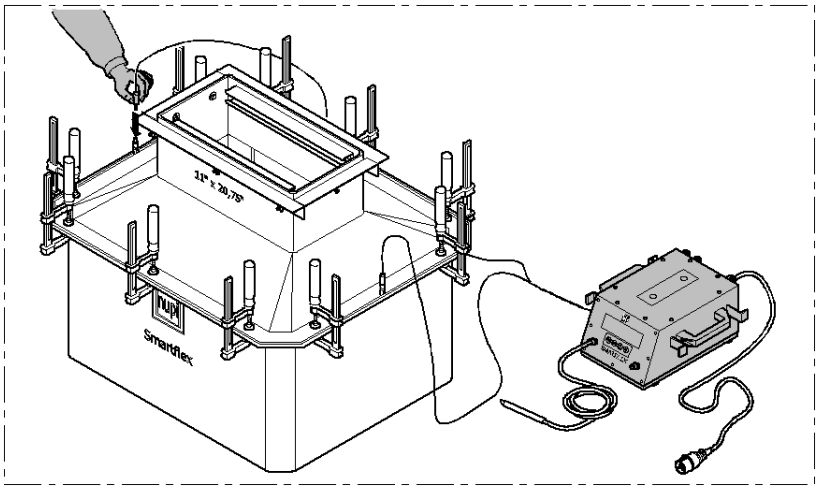

Fig. 4
• Soldar la arqueta a través de la lectura del código de barras, según las instrucciones que aparecen en la pantalla de la máquina de soldar. (Fig. 4)